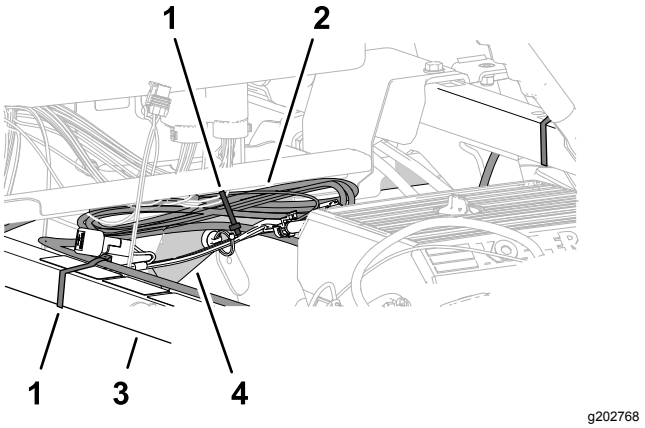

Figur 215
1. Saml dataledningsnettets overskydende ledningslængde mod øverste højre rammerør (Figur 215).
2. Ret dataledningsnettet ind efter stødstøtterøret, og fastgør ledningsnettet til røret med et kabelbånd (Figur 215).
3. Ret dataledningsbundtet ind efter øverste højre rammerør, og fastgør ledningsbundtet til rammerøret med et kabelbånd (Figur 215).